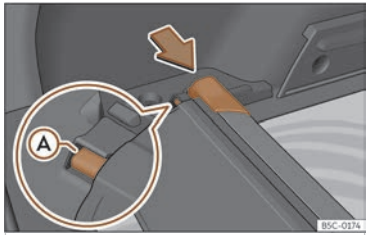

Fig. 191 In the luggage compartment: space to store the retractable shelf.
- Press the head of the retractable shelf in the direction of the arrow until it engages in its housing ››› **Fig. 191**. Make sure that slide Ⓐ fits into the corresponding housing.